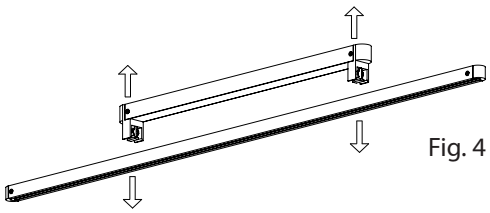

Fig. 4
4. Lift the **Light Bar** off the **Power Bar** (Fig. 4).